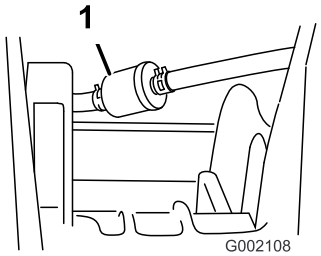

Figur 44
5. Ta bort klämmorna som håller fast bränslefiltret på bränsleledningarna (Figur 44).